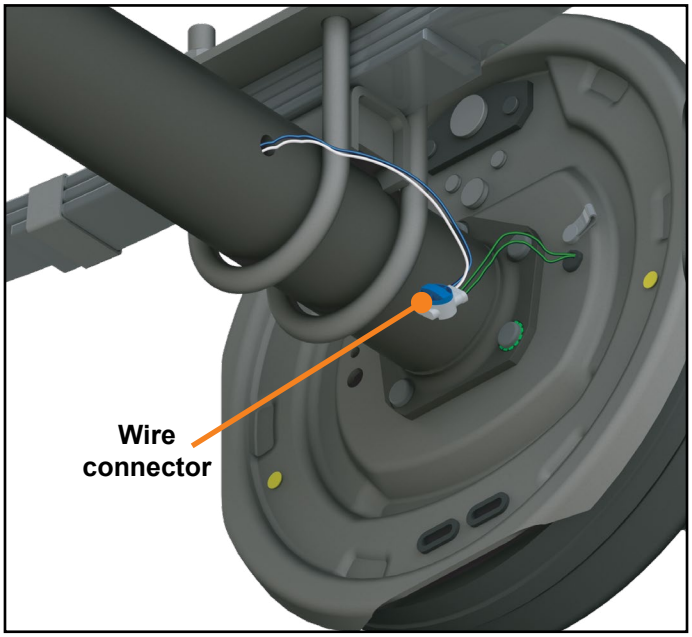

Fig.8
1. Disconnect the wires leading from the axle to the brake assembly **(Fig. 8)**.